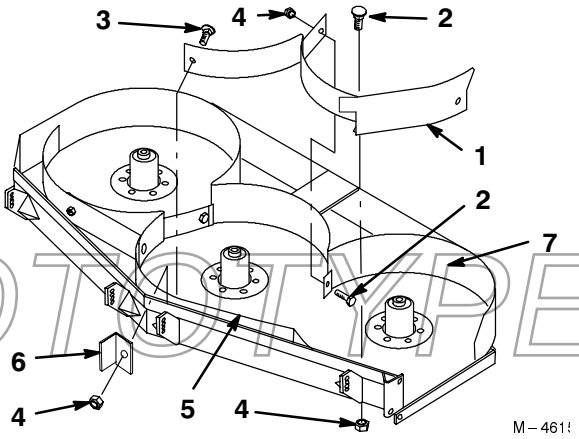

Figure 3
3. Place the right side baffle inside cutting chamber. Secure right side baffle to the mower rear baffle and top of mower. Use (2) 5/16-18 x 5/8" (16 mm) bolts (Fig. 3).
4. Place baffle stabilizer between front of deck and front baffle. Install a 5/16-18 x 3/4" (16 mm) carriage bolt and (3) 5/16-18 flange nuts (Fig. 3).